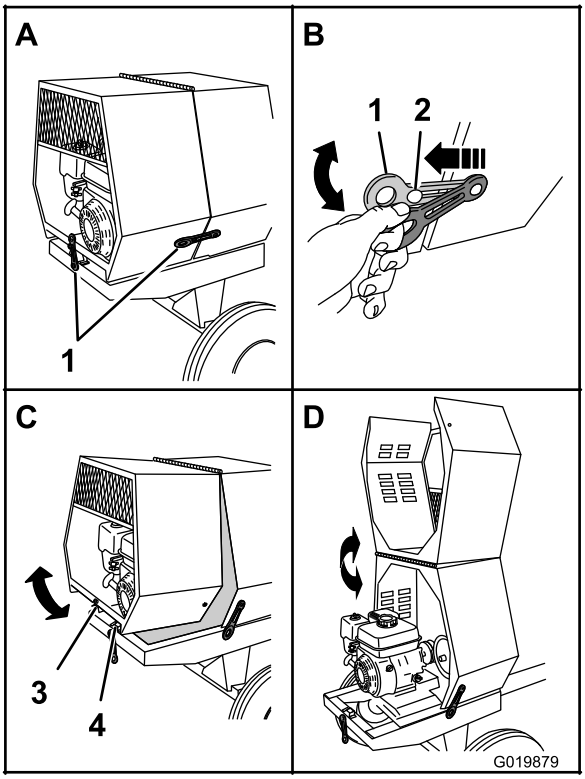

Figure 28
1. Du côté de la machine où les capots avant et arrière se rencontrent, tirez l'anneau de l'attache et détachez-le de l'ancrage sur le capot arrière (Figure 28).
3. À l'arrière de la machine, au point où le capot arrière rejoint le cadre, tirez l'anneau de l'attache et détachez-le de l'ancrage sur le capot (Figure 28).
4. Faites pivoter le capot arrière vers le haut et l'avant jusqu'à ce qu'il repose sur le capot avant (Figure 28).
1. Faites pivoter le capot arrière vers l'arrière et le bas jusqu'à ce que le récepteur situé en bas et au centre du capot soit aligné sur la fixation en V et à plat sur le cadre de la machine (Figure 28).
4. Répétez l'opération 3 de l'autre côté de la machine (Figure 28).